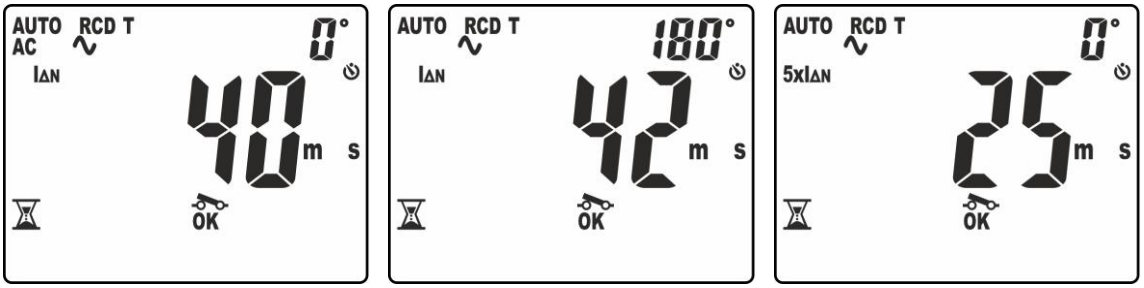

Fig. 32: Temps d'intervention en mode AUTO- Pages-écrans 1
10. Le premier test effectué est celui avec courant d'essai **IΔn** et polarité **0°**. Le résultat de la mesure partielle est affiché à l'écran avec indication «OK» ou «NOT OK» (voir Fig. 32. à gauche). Le symbole «» clignotant indique qu'il est nécessaire de réarmer le RCD
11. Le deuxième test effectué est celui avec courant d'essai **IΔn** et polarité **180°**. Le résultat de la mesure partielle est affiché à l'écran avec indication «OK» ou «NOT OK» (voir Fig. 32. au centre). Le symbole «» clignotant indique qu'il est nécessaire de réarmer le RCD
12. Le troisième test effectué est celui avec courant d'essai **5xIΔn** et polarité **0°**. Le résultat de la mesure partielle est affiché à l'écran avec indication «OK» ou «NOT OK» (voir Fig. 32. à droite). Le symbole «» clignotant indique qu'il est nécessaire de réarmer le RCD